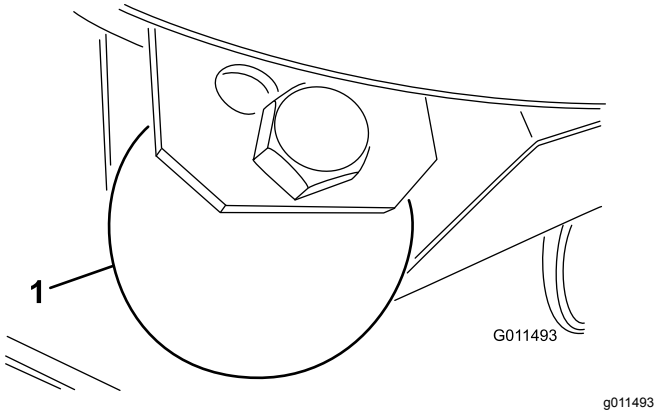

Figuur 29
1. Verwijder de bout en de moer waarmee het maatwiel is bevestigd aan de beugels van het maaidek (Figuur 29).